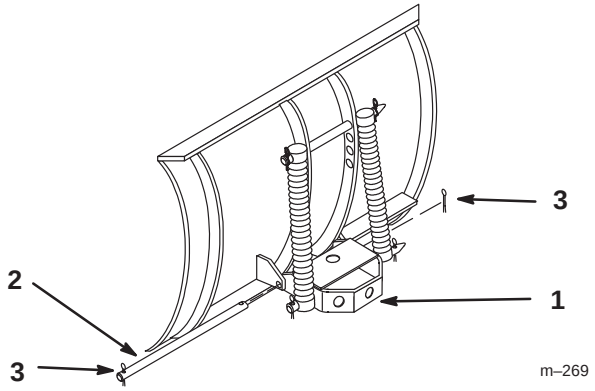

Figure 1
1. Lift and rotate channel and trip spring assembly so holes align with lower blade mounts. Slide rod through holes and secure with (2) 1/8 x 1” (25 mm) cotter pins (Fig. 1).